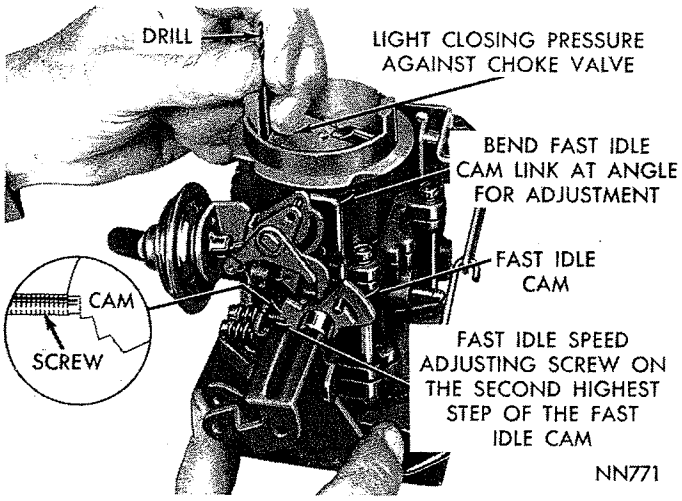

***Fig. 14—Fast Idle Cam Position Adjustment***
(1) With fast idle speed adjusting screw contacting the step on fast idle cam shown in (Fig. 14), move choke valve toward closed position with light pressure. Insert a #48 drill between the choke valve and wall of the air horn.
(2) An adjustment will be necessary if a slight drag is not obtained as the drill is being removed.
(3) If an adjustment is necessary, bend fast idle rod at upper angle, using Tool T109-213, until correct valve opening has been obtained. Refer to (Fig. 14).